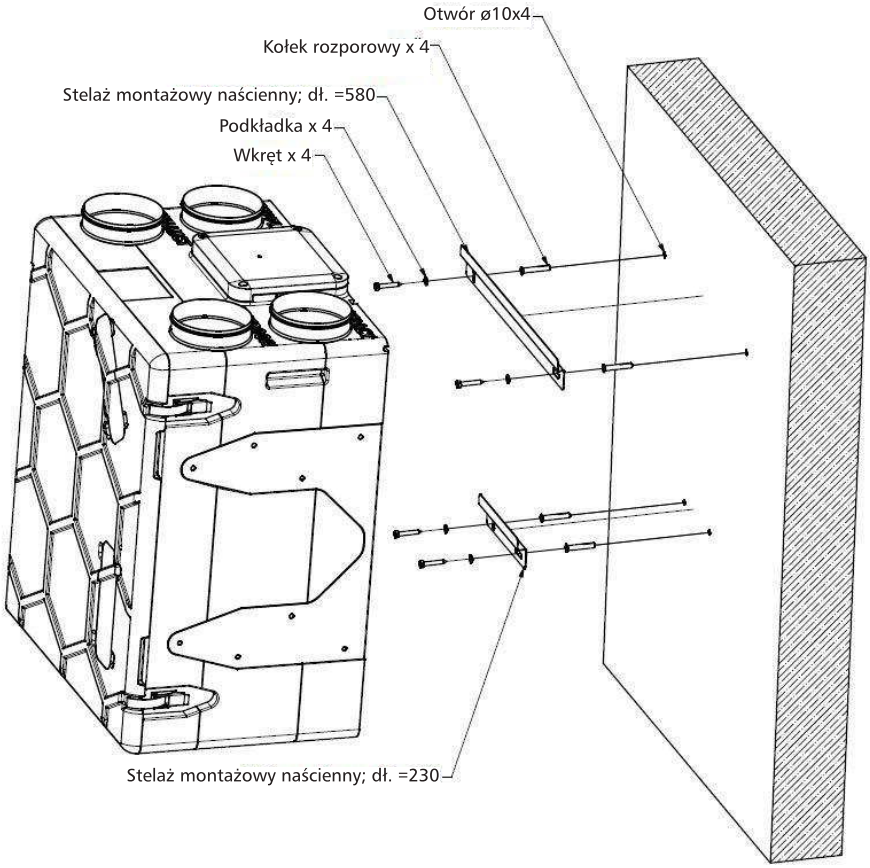

Rys. 13 - Montaż stelaża naściennego
- wszystkie elementy montażu są standardowo dostarczone: kołki rozporowe Ø10 mm, wkręty i podkładki Ø10 mm (zob. Rys. 13).